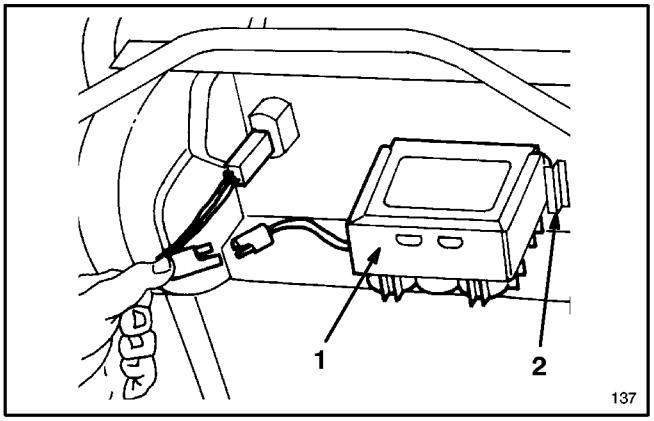

Abbildung 8
1. Siehe Batterieaufladung, Seite 11. Die Batterie mit der Aufkleberseite Richtung Betreiber zwischen die Haltenuten auf der Rückseite des Schaltkastens schieben (Abb. 8).